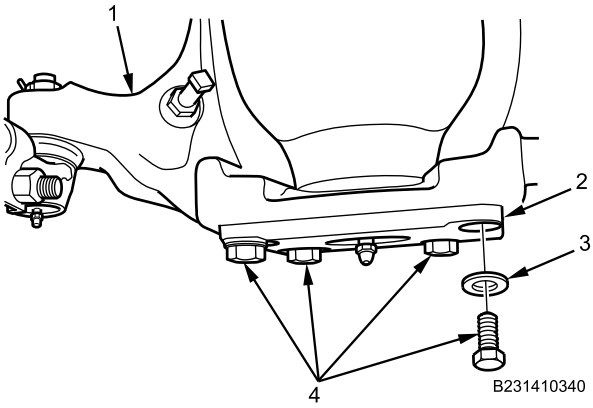

Figure 1. Steering Knuckle.
1. Remove four lower steering knuckle cap bolts (Figure 1, Item 4), washers (Figure 1, Item 3), lower steering knuckle cap (Figure 1, Item 2), and thrust bearing (not shown) from steering knuckle (Figure 1, Item 1).